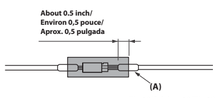
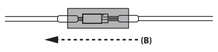

Fig.13/Schéma 13/Fig.13
Fig.14/Schéma 14/Fig.14
**1 Preparation -Fig.13**
(1) Insert the heat-shrink tube ⑩ over the camera extension cable ⑦.
(2) Connect the camera cable ① to the connector of the camera extension cable ⑦.
(3) Install the heat-shrink tube ⑩ so tube (A) is covered (with approx. 0.5 inch).
**2 Waterproofing -Fig.14**
**1 Préparation - Fig.13**
(1) Insérez le câble d'extension de la caméra ⑦ dans le tube thermorétrécissable ⑩.
(2) Raccordez le câble de la caméra ① au connecteur du câble d'extension de la caméra ⑦.
(3) Installez le tube thermorétrécissable ⑩ afin que le tube (A) soit couvert (avec un débordement d'environ 0,5 pouce).
**2 Étanchéité - Fig.14**
**1 Preparación - Fig. 13**
(1) Inserte el tubo termorretráctil ⑩ en el cable prolongador de la cámara ⑦.
(2) Conecte el cable de la cámara ① al conector del cable prolongador de la cámara ⑦.
(3) Instale el tubo termorretráctil ⑩ de modo que el tubo (A) quede cubierto (con aproximadamente 0,5 pulgadas de exceso).
**2 Impermeabilidad - Fig. 14**